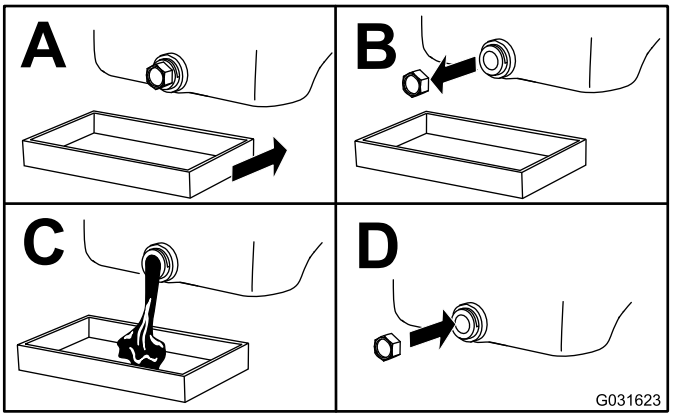

Figuur 38
3. Ververs de olie (Figuur 38).